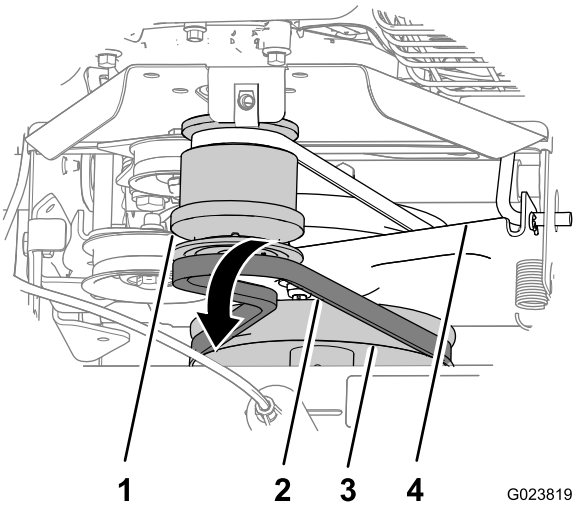

Figuur 40
3. Schuif de riem naar voren, over de voorste groef van de motorpoelie (Figuur 40).
4. Neem de riem van de tandwielkastpoelie af, beweeg de riem naar achteren tussen de poelie en de beugel van de tractiebediening, en neem de riem van de machine (Figuur 40).
1. Lijn de nieuwe riem op tussen de poelie en de beugel van de tractiebediening (Figuur 40).
2. Plaats de riem in de groef aan de onderkant van de tandwielkastpoelie (Figuur 40).
3. Plaats de riem in de voorste groef van de motorpoelie (Figuur 40).